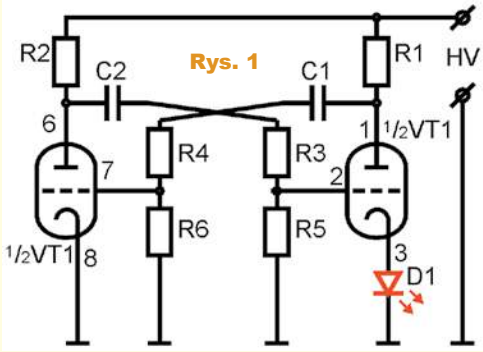

Rys. 1
*W tym kontekście z powodzeniem wykorzystałem czerwoną diodę LED do sygnalizacji działania prototypu multiwibratora astabilnego zbudowanego w oparciu o lampę ECC83 (**rysunek 1**). Podobny schemat przedstawiłem kilka lat temu na forum portalu trioda.pl, lecz wtedy dyskusja dotyczyła ograniczenia maksymalnego ujemnego napięcia na siatce. Podczas eksperymentowania należy mieć świadomość, że w układach lampowych z reguły panują napięcia niebezpieczne dla zdrowia i życia. Pozdrawiam.*